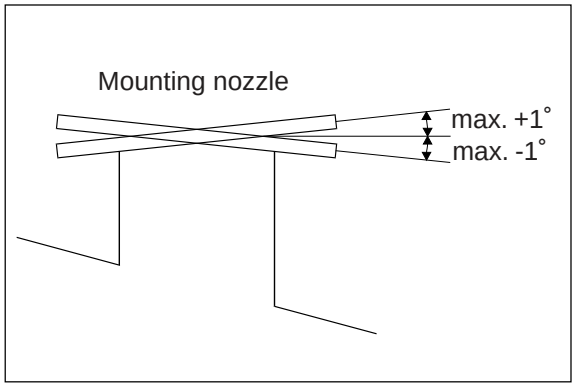

Fig. 9: Allowable inclination of the mounting flange
- Install the flange on the top of the tank. Its deviation from the horizontal plane should not exceed +/- 1 deg (see Fig.9).